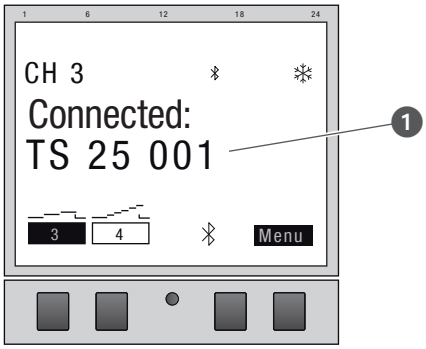

Fig. 24: Channel extension is connected to the DIN-rail timer
9. The channel extension displays the name of the connected device if there is an active connection (Fig. 24/❶).